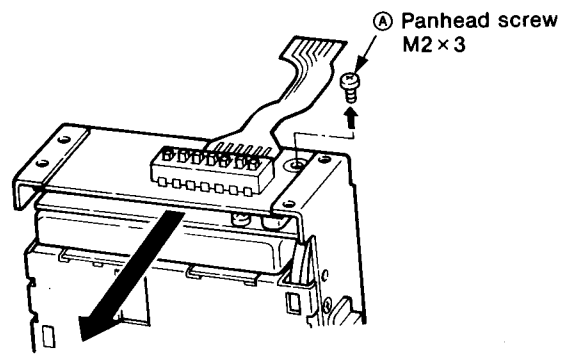

Fig. 5-5-2
2. Remove the screw Ⓐ and the TONE UNIT/TONE CALL UNIT as shown in Fig. 5-5-2.